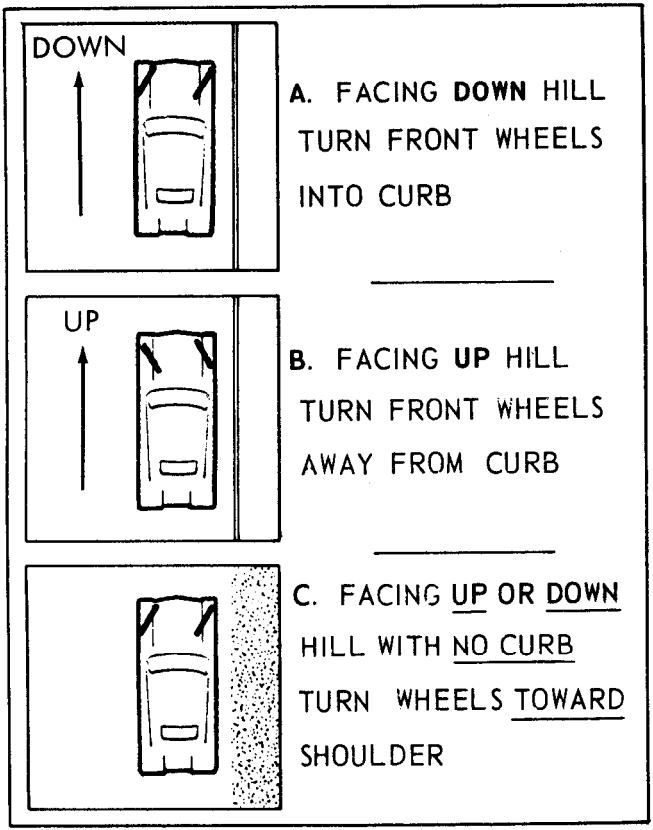

FIGURE 23
b. Parking on a Hill. When parking on a hill, set the brakes and leave the vehicle in gear. When possible, the front wheels should be turned in toward the curb, so as to use the curb as a wheel chock (Figure 23). When no curb exists, turn the wheels so the car would roll away from the road if it broke loose while parked.